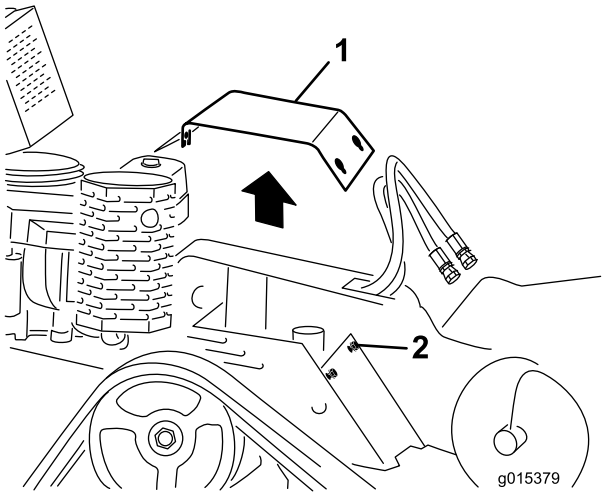

Rysunek 25
3. Stopniowo poluzuj 3 śruby mocujące pokrywę do ramy do momentu zwolnienia pokrywy (Rysunek 25).
2. Wsuń pokrywę na miejsce i zamocuj ją za pomocą 3 poprzednio odkręconych śrub (Rysunek 25).